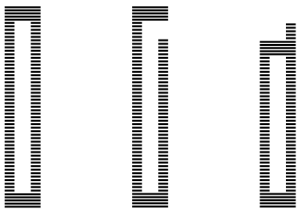

Рис. 55 **Рис. 56** **Рис. 57**
При выполнении бельевой петли по программе “09” бока петли должны быть симметричными (рис. 55).
- Если закрепка не замыкает петлю точно в начале правого бока (рис. 55), то необходимо поступать следующим образом.
Закрепка петли должна перекрыть начало правого бока петли (рис. 55).